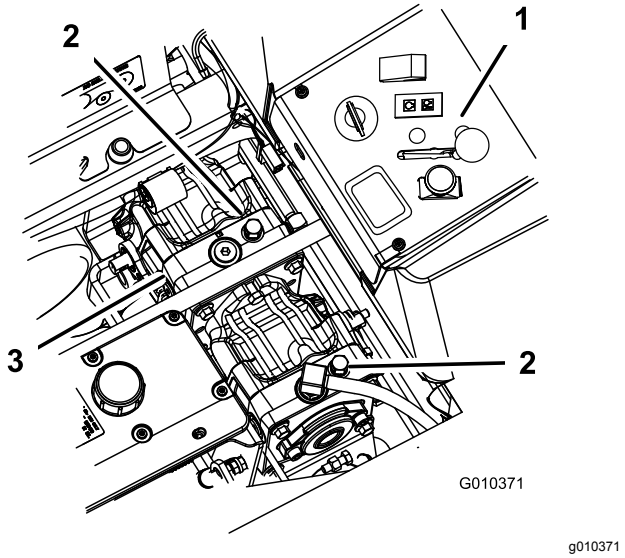

Figur 42
3. Drei omløpsventilene mot klokken, én omdreining for å skyve (Figur 42).
Drei omløpsventilene med klokken én gang for å bruke maskinen (Figur 42).